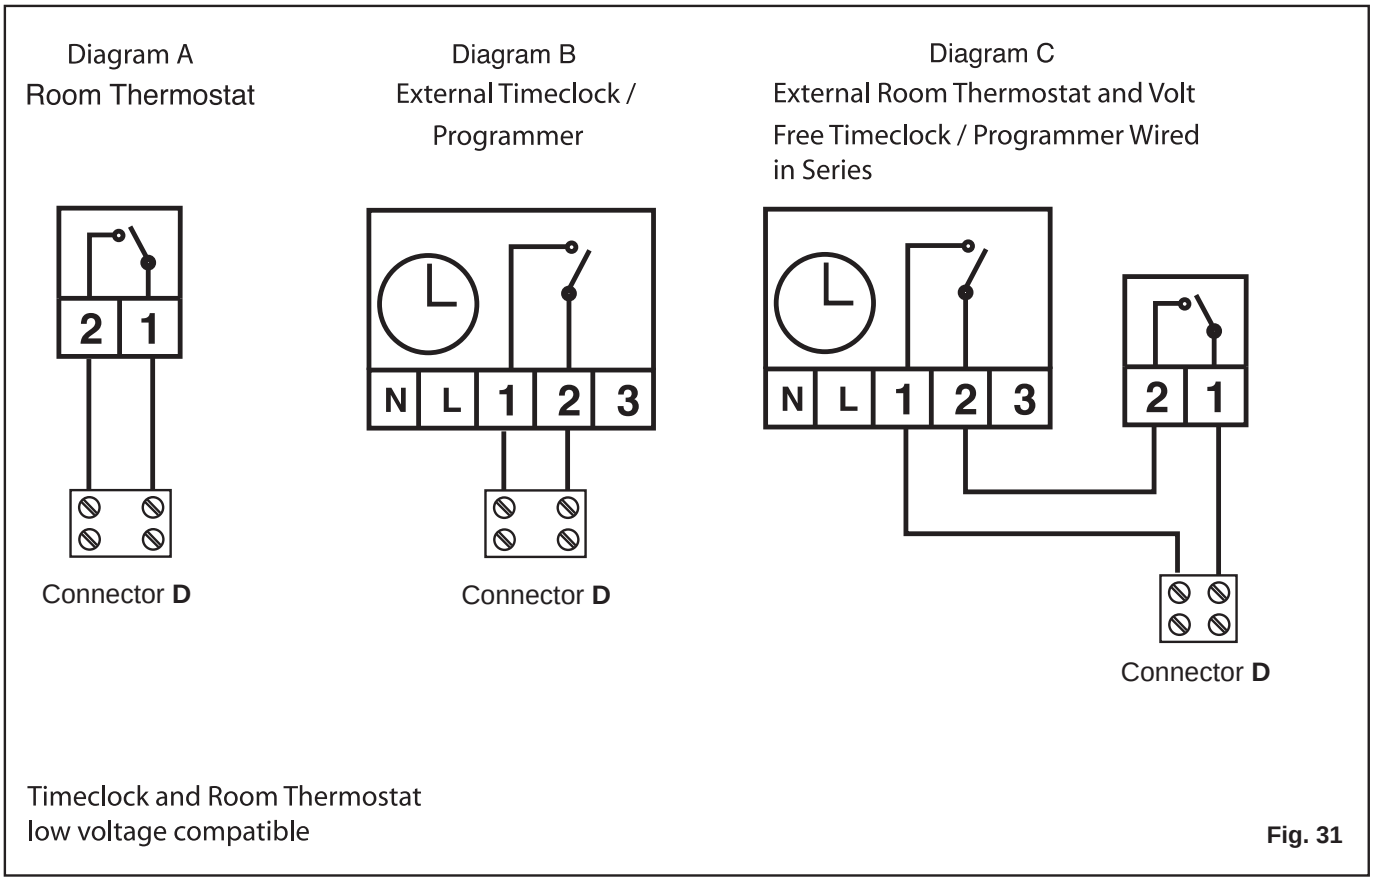

Fig. 31
- If a remote time clock is to be fitted, using a volt-free switching time clock, connect the switching wires from the time clock following points above (see also **Diagram B Fig. 31**).
- If using an external time clock and room thermostat, these must be connected in series as above (see also **Diagram C Fig. 31**).